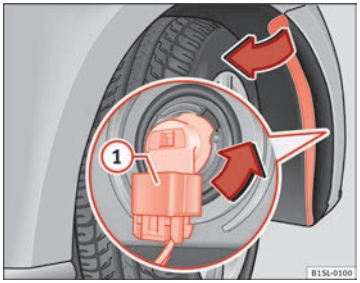

Fig. 147 Changing the bulbs in the headlights.
5.	Release the connector ⇒ fig. 147 ① and remove it.
6.	Turn the bulb holder ⇒ fig. 147 in the direction of the arrow, **in an anti-clockwise direction** as far as it will go and remove it, along with the bulb, pulling backwards.
9.	Plug the connector ⇒ fig. 147 (1) into the bulb holder. The connector must audibly click into place.